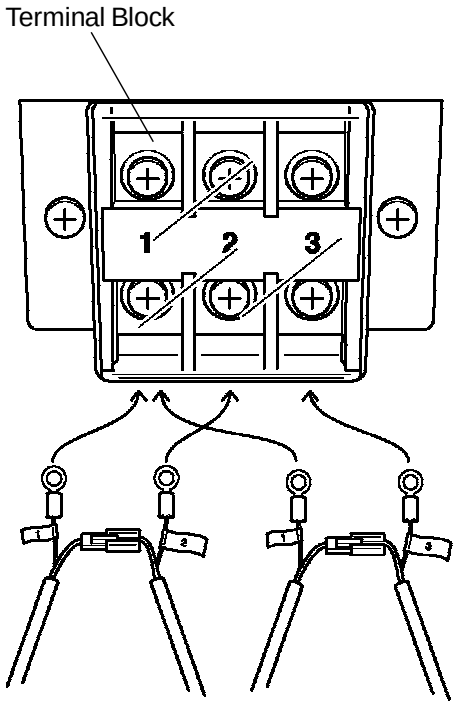

Fig. 13
4) Connect round eyelet contacts to the Terminal Block matching the numbers according to the label on the wires. See Fig. 13.